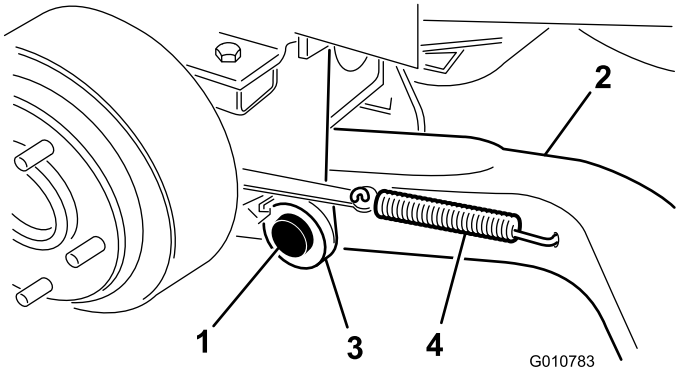

Figur 4
4. Montera en lyftarm (med kulledsänden utåt) på tappfästet med en svängtapp och en saxpinne (5/32 x 1 3/4 tum) (Figur 4).
6. Kroka fast bromsreturfjädern i lyftarmens hål (Figur 4).